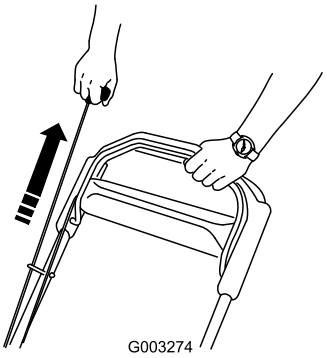

Figuur 14
2. Trek aan de handgreep van het startkoord (Figuur 14)